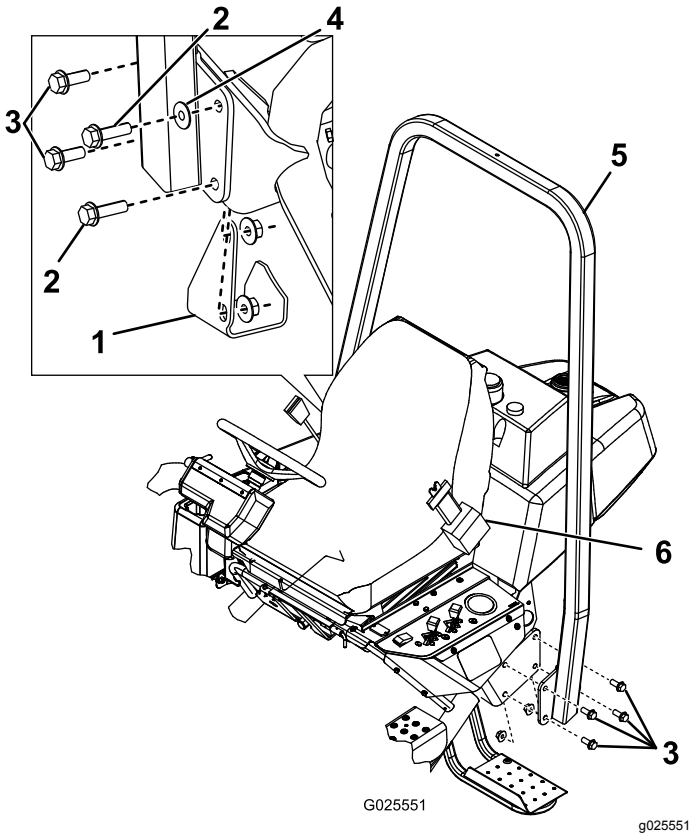

Figuur 6
2. Laat het rolbeugelframe (Figuur 6) op de montagebeugels zakken en zorg ervoor dat de montagegaten uitgelijnd zijn.
3. Bevestig de linkerzijde van de rolbeugel aan de montagebeugel met 4 bouten (½" x 1½") en borgmoeren (Figuur 6). Draai het bevestigingsmateriaal vast met een torsie van 91 tot 115 N·m.
4. Bevestig de rechterzijde van de rolbeugel en het eerder verwijderde stutplatform aan de montagebeugel met 2 bouten (½" x 1½"), 2 bouten (½" x 1¾"), 1 ring en borgmoeren zoals getoond in Figuur 6. Draai het bevestigingsmateriaal vast met een torsie van 91 tot 115 N·m.
Belangrijk: **Zorg ervoor dat u de ring op de juiste plaats monteert; zie Figuur 6.**